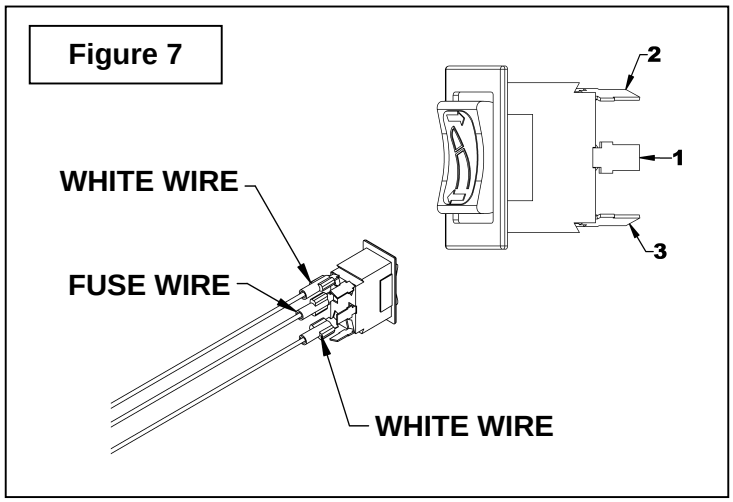

Figure 7
16. Figure 7: Connect the fuse wire to the 1 blade (item 1) - in the center, one white wire to the item 2 blade and the other to the item 3 blade of the switch.